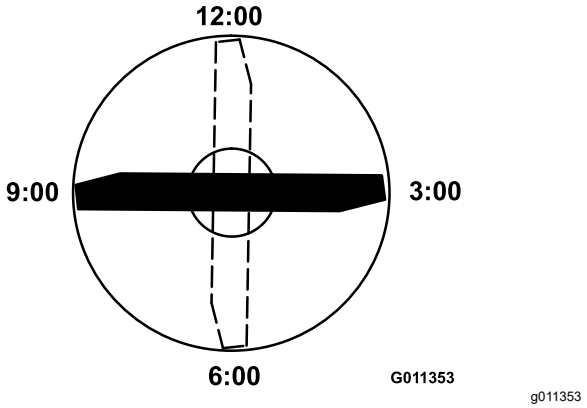

Figur 121
4. Anbring skæret på den afmærkede ende af skærekniven på kl. 12 (lige ud i klipperetningen) (Figur 121), og mål højden fra bordet til skæreknivens skær.
5. Drej skæreknivens afmærkede ende til kl. 3 og kl. 9 (Figur 121), og mål højderne.